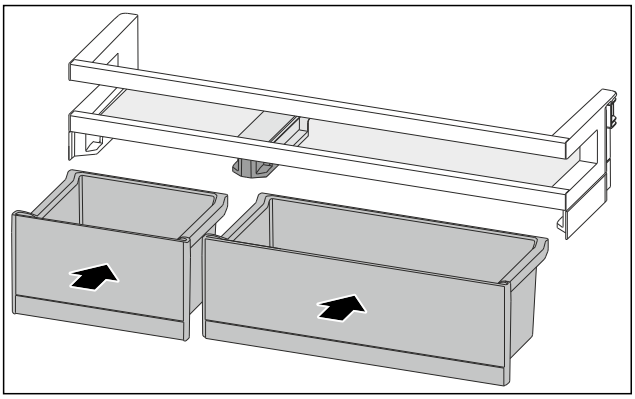

Fig. 159
▶ Insert the VarioBoxes in reverse order. (see Fig. 159)